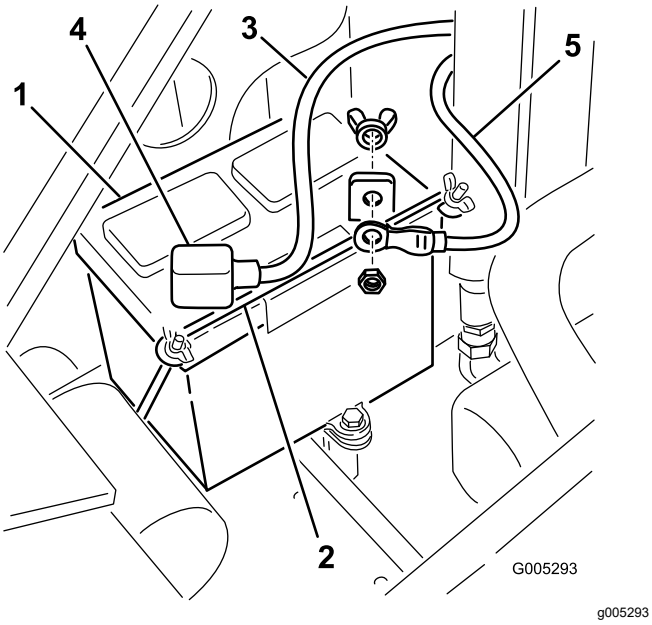

Figuur 32
4. Verwijder de vleugelmoeren en de stang waarmee de accu wordt bevestigd (Figuur 32).
5. Maak de minkabel (zwart) los van de accupool (Figuur 32). Bewaar de bevestigingsmiddelen.
7. Maak de pluskabel (rood) los van de accupool (Figuur 32). Bewaar de bevestigingsmiddelen.
1. Gebruik de eerder verwijderde bevestigingsmiddelen om de pluskabel (rood) op de pluspool (+) van de accu aan te sluiten (Figuur 32).
3. Gebruik de eerder verwijderde bevestigingsmiddelen om de minkabel (zwart) op de minpool (–) van de accu aan te sluiten (Figuur 32).
4. Bevestig de accu met de balk en vleugelmoeren (Figuur 32).